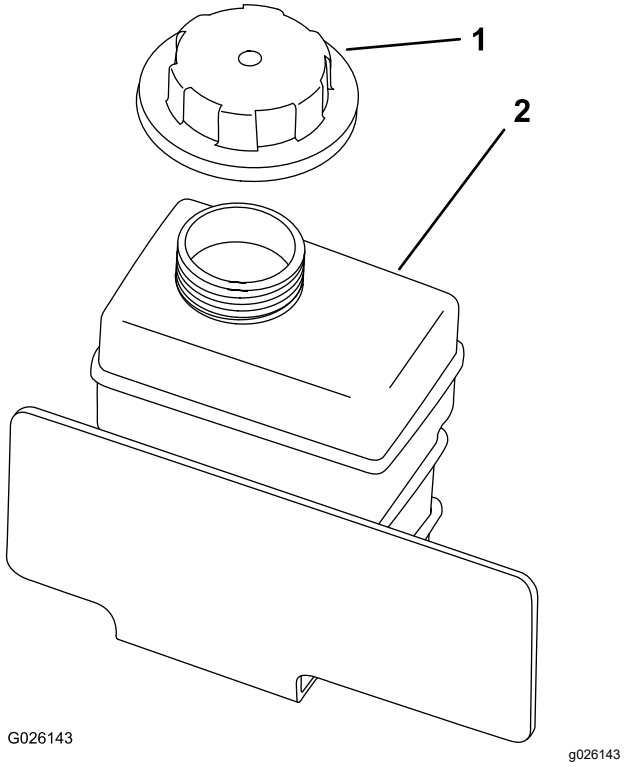

**Figur 18**
2. Kontrollera kylvätskenivån i reservtanken (Figur 18).